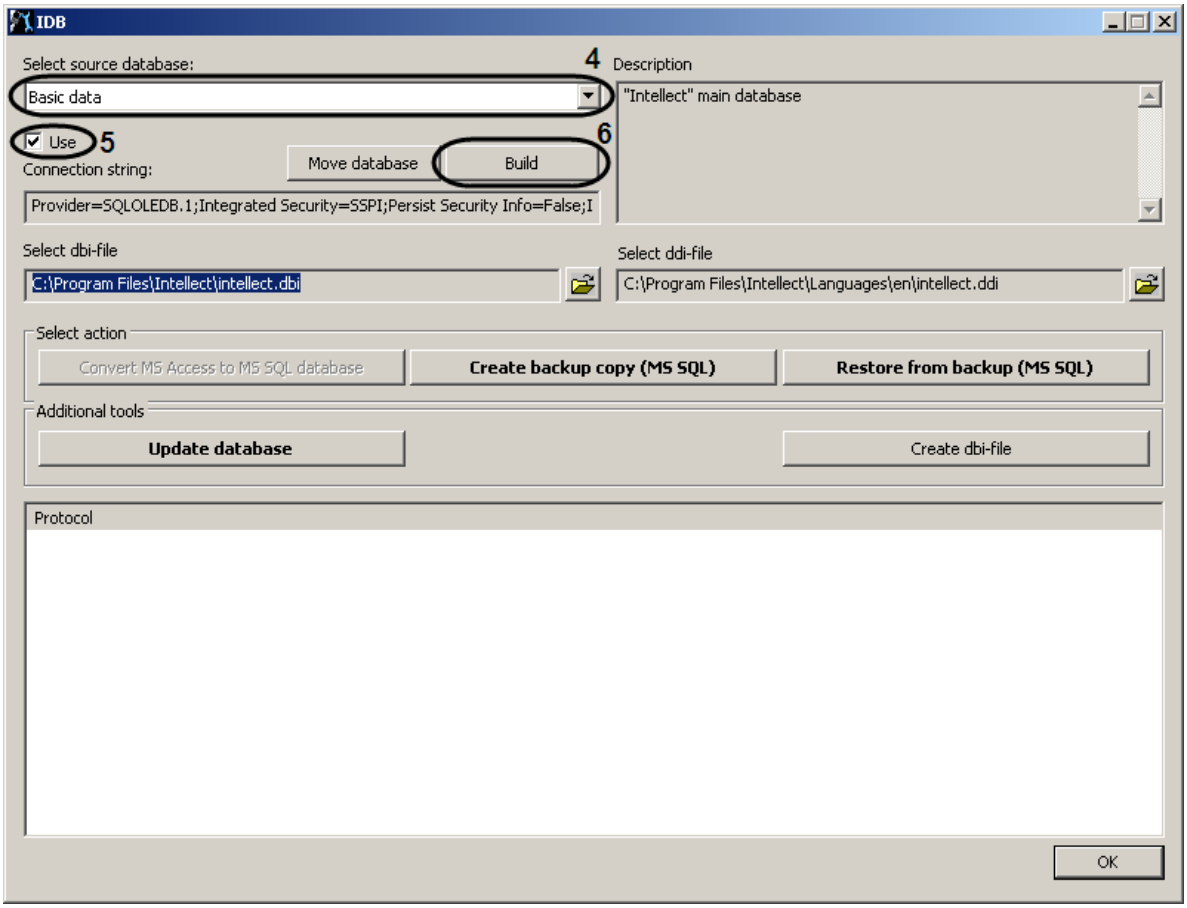

Figure 8.3-1. The idb.exe utility dialog box
3. Run the idb.exe utility in the root of the INTELLECT™ software installation directory (for example, C:\Program Files\Intellect). The idb.exe utility dialog box is displayed (Figure 8.3-1).